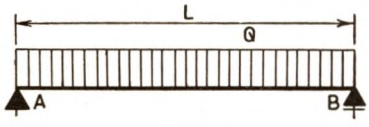

Fig. 11
2. Balk vrij opgelegd op 2 steunpunten en een toevallige gelijkmatig verdeelde belasting van q kg per meter. (fig. 11)